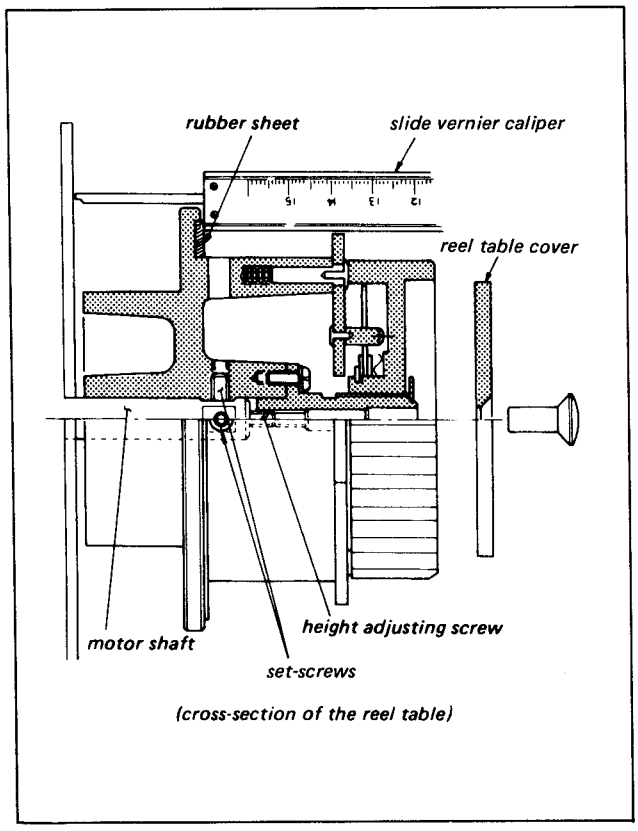

Fig. 6-1. Reel table height adjustment
2. Remove the tape and turn power off. Remove the Reel Table Cover, and loosen two setscrews securing the Reel Table about 90 degrees. See Fig. 6-1.